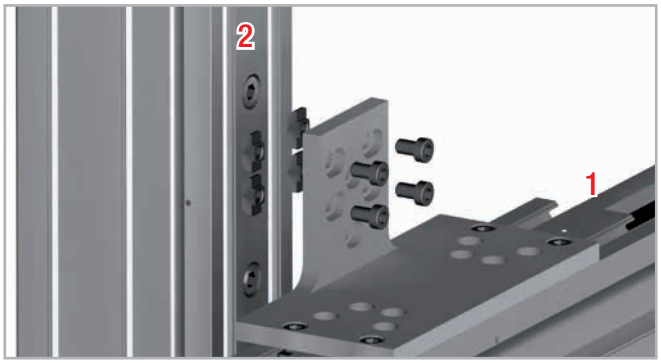

Abb. 94
4. Damit die Verbindungsplatte an Einheit 2 befestigt werden kann, führen Sie die Schrauben in die vorbereiteten Bohrungen an der schmalen Plattenseite ein (s. Abb. 94).